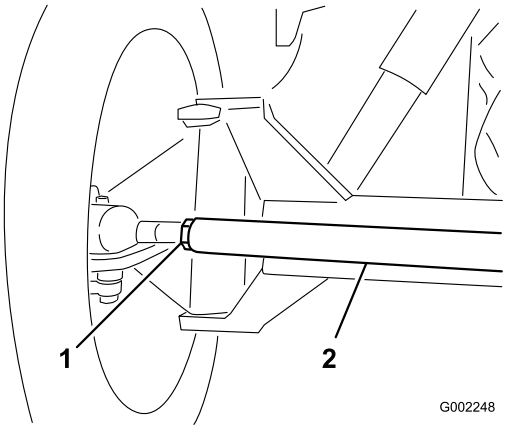

**Figur 97**
3. Om måttet inte hamnar inom det angivna området ska du lossa kontramuttrarna i båda ändarna av dragstången (Figur 97).